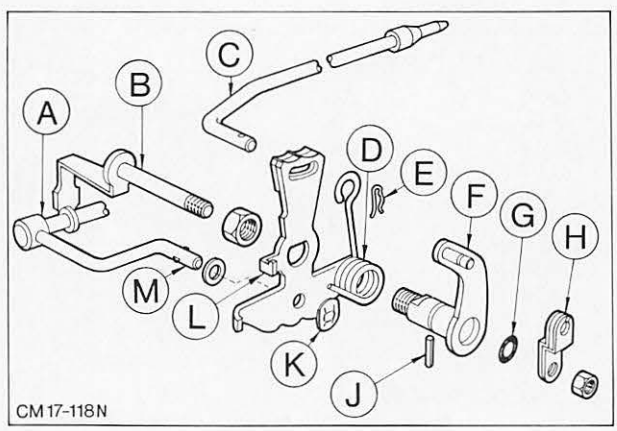
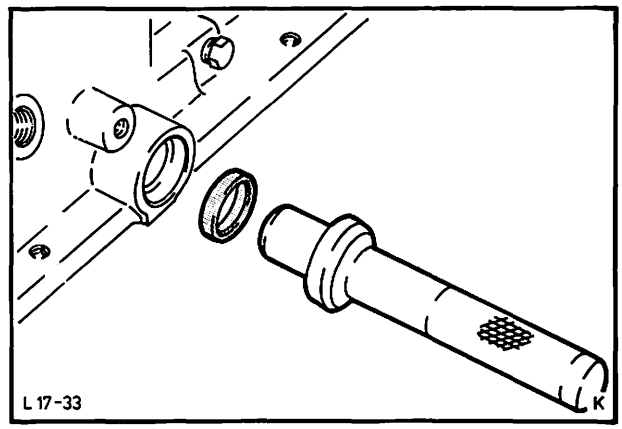

Abb. 59 Schalt- und Parksperrbetätigung zerlegt
Abb. 60 Radialdichtring mit Werkzeug 17-008 einpressen
Wählhebel nach außen und Rückschalthebelwelle nach innen ausbauen. Abb. 59.
22. Neuen Radialdichtring mit Werkzeug 17-008 einbauen. Abb. 60. Rückschalthebelwelle mit aufgeschobener Mutter, Schaltraste und Feder von innen und Wählhebel von außen einbauen. Mutter – Wählhebel montieren und Betätigungsstange – Parkklaue einbauen. Kerbstift eintreiben. Neuen O-Ring einsetzen und Rückschalthebel anbauen. Abb. 59.